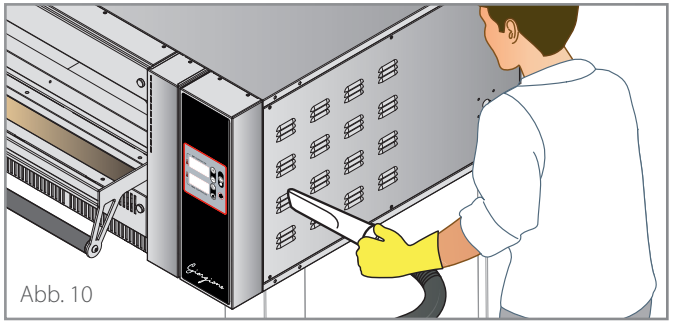

Abb. 10
▶ **Abb. 10** Die Lüftungsschlitze des Elektrofaches stets frei und sauber halten.